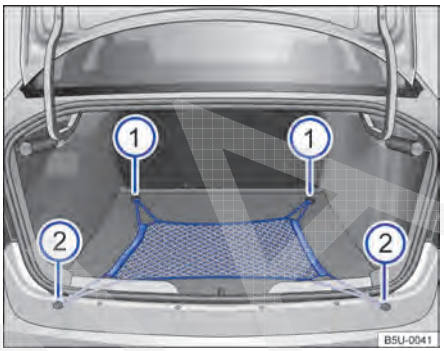

Fig. 76 No compartimento de bagagem: rede para bagagem.
Encaixar as alças da rede para bagagem → Fig. 76 ① e ② nos olhais existentes no compartimento de bagagem.